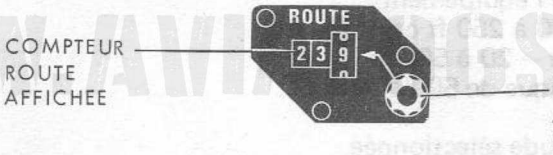

FIGURE 6 - MODULE D'AFFICHAGE DE ROUTE
11.1.2.4.2 - Module d'affichage de route (Fig. 6)